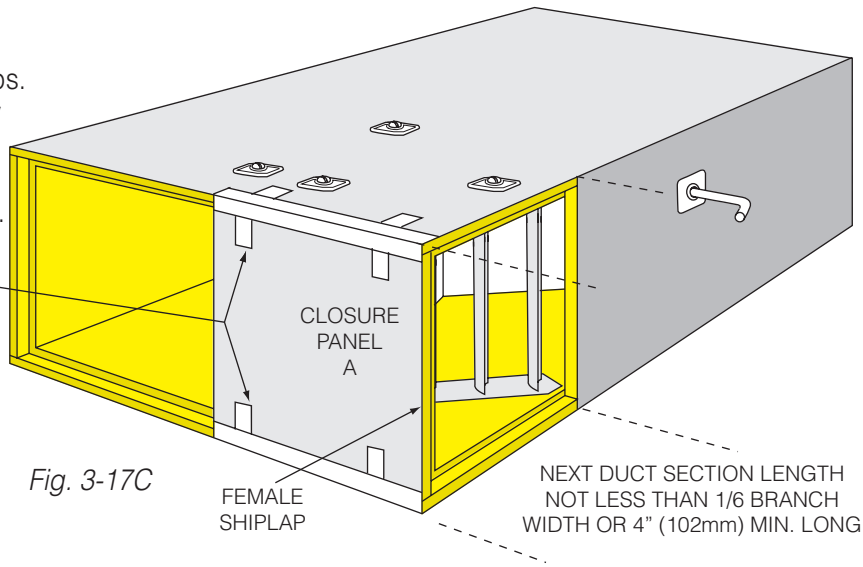

Fig. 3-17C
4. Fabricate end cap with two female shiplaps. Install in end of fitting (Fig. 3-17C) and apply tape tabs per Tape Tab Schedule, Page 3-1.